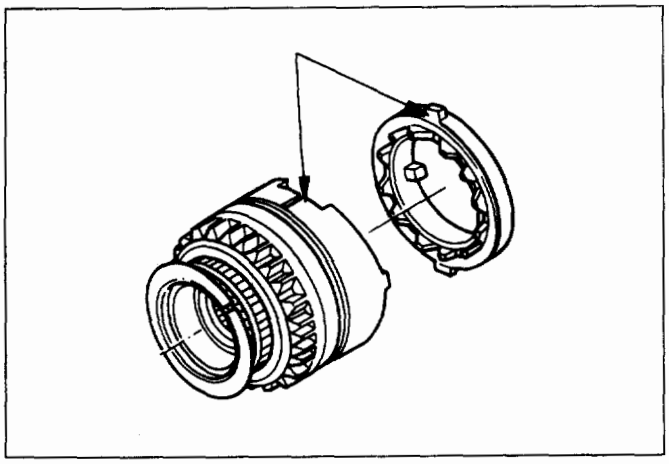

Fig. 4C-101
4. Snap ring and shim (Fig. 4C-102, 4C-103)